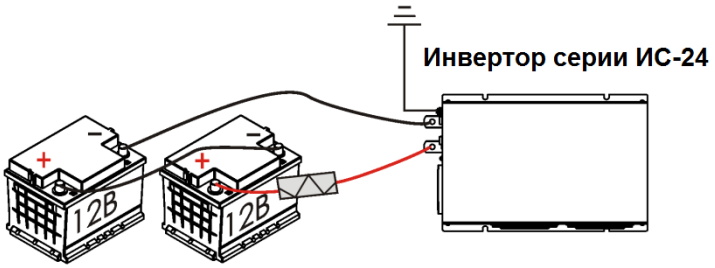

Рис.2.
6.3 Подключение инвертора производится в следующем порядке согласно Рис.2:
- подсоедините инвертор к аккумулятору с помощью штатных питающих кабелей через проходной предохранитель, расположенный непосредственно на плюсовой клемме аккумулятора (номинал предохранителя указан на Рис.2). Зажимы типа «крокодил» допускается применять только для недолговременных подключений к аккумулятору, для стационарного подключения зажимы типа «крокодил» необходимо снять с питающих кабелей;